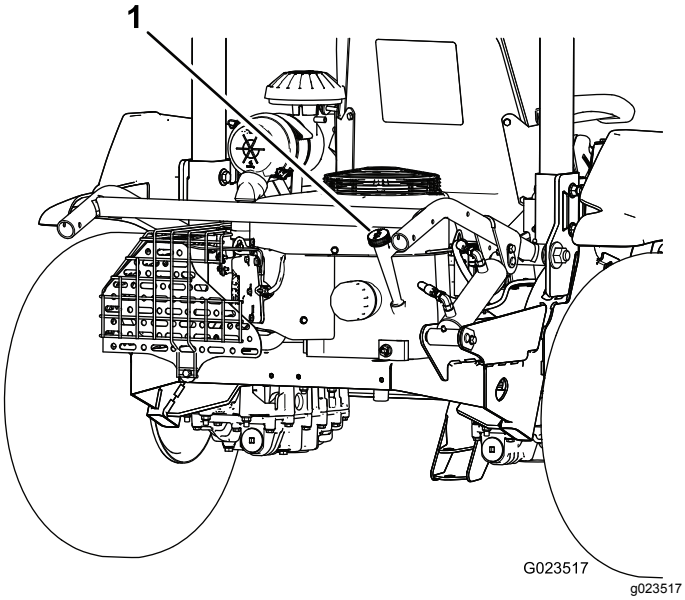
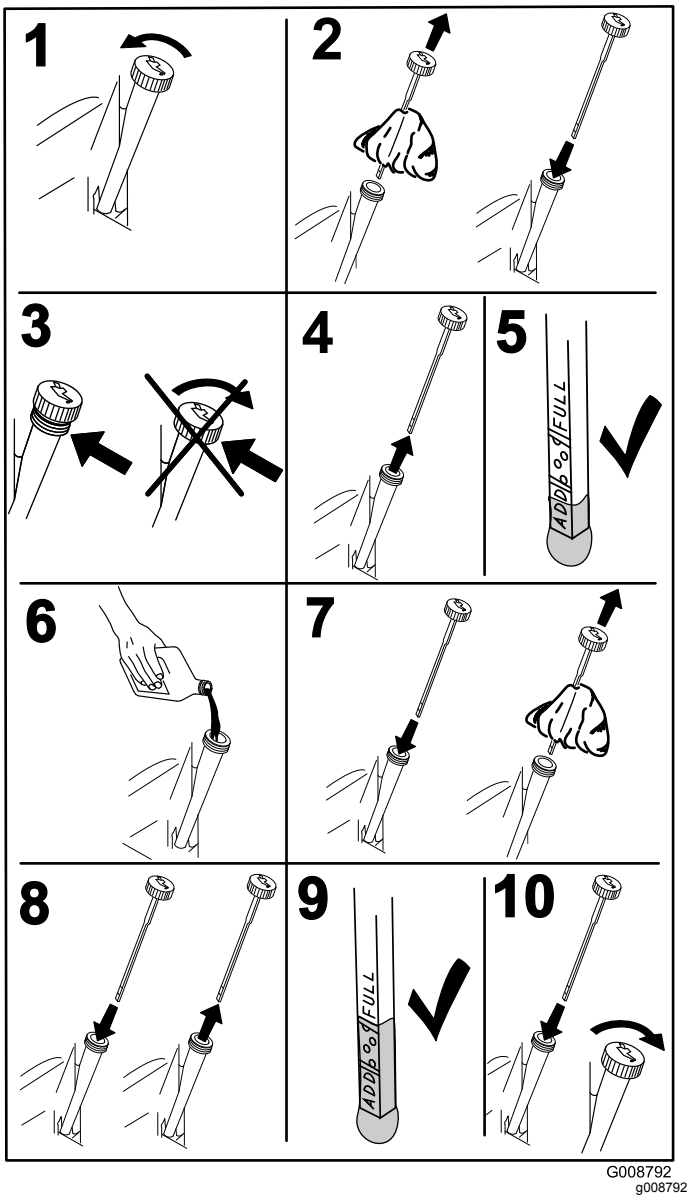

Рисунок 14
Рисунок 15
2. Извлеките масломерный щуп (Рисунок 14) и протрите его чистой тканью (Рисунок 15).